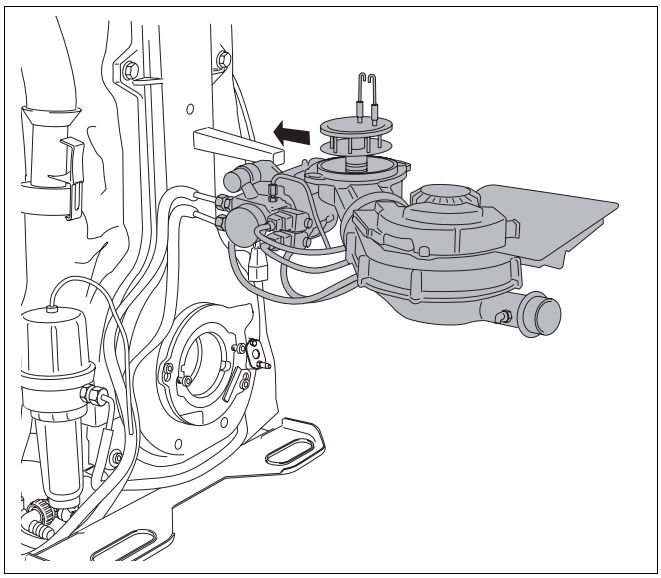

Abb. 58 Brenner in Serviceposition aufstecken
- Brenner in Serviceposition aufstecken (Abb. 58).